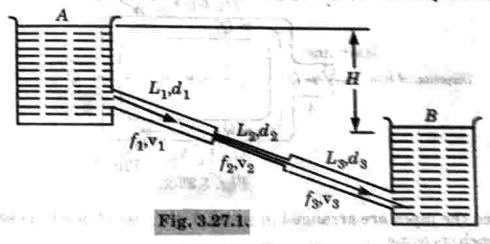

Fig. 3.27.1.
2. Pipes are in series, as shown in Fig. 3.27.1, hence the discharge passing through each pipe is same.